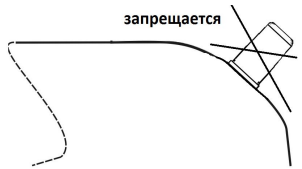

Рисунок 2.
- **установка антенны на скатах крыши локомотива (рисунок 2);**